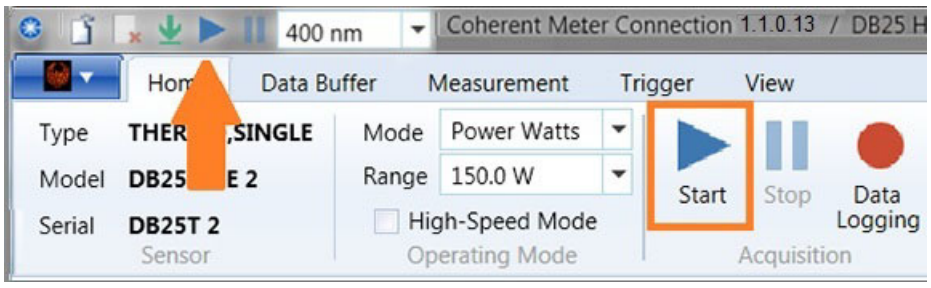

Figure 8-9. Stop Data Collection
b.) To end data collection, click the **Stop** icon in the toolbar or the Home tab, shown in Figure 8-9.